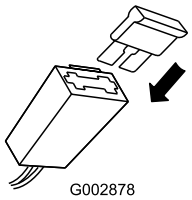

Figur 25
2. Sätt i säkringen i hållaren (Figur 25).